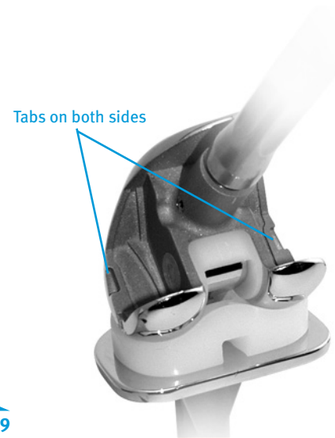

Fig. 59
- Ensure that all cement is removed from the tabs on the femoral component where the Spanner Wrench will be attached **(Fig. 59)**.